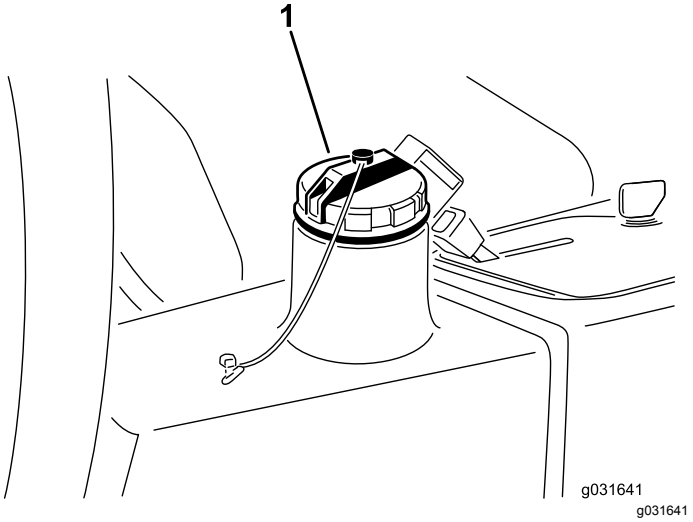

图 61
2. 清理加油颈和液压油箱盖周围的区域图 61 。
3. 卸下液压油箱盖图 61。